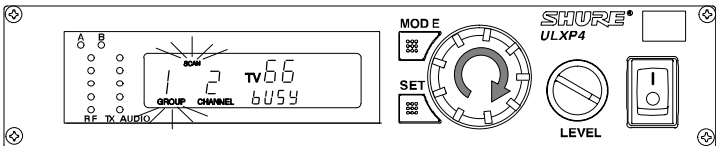

FIGURE 38
2. To begin scanning, rotate the control knob one quarter turn clockwise, as shown in Figure 38. The receiver will automatically begin scanning each Channel in all Groups. This may take up to two minutes, and the word “BUSY” will appear on the display.